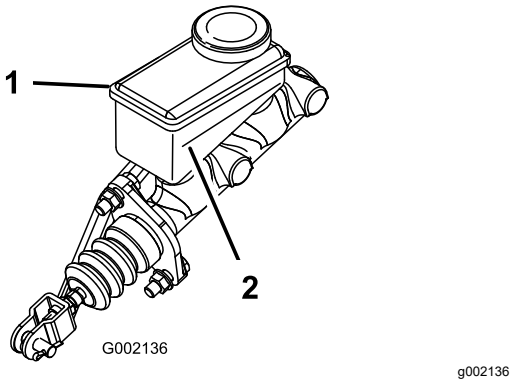

Figur 51
3. Kig på omridset af væskestanden på siden af beholderen (Figur 51).
B. Fyld DOT 3-bremsevæske i beholderen, indtil væskestanden er over minimumslinjen (Figur 51).